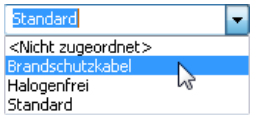

Bild 29.22 – Wahl der Kabelklasse
- mit dem Listenfeld *Kabelklasse* pauschal einer anderen Kabelklasse zuordnen (Abb. 29.22).